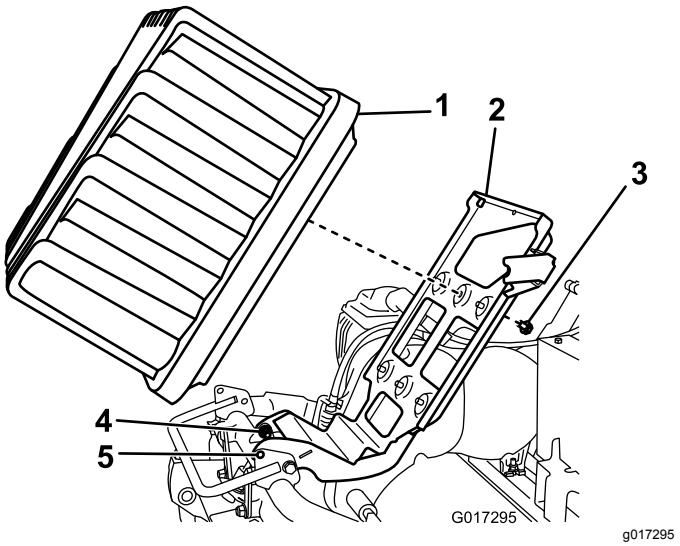

**Rysunek 12**
5. Odkręć 2 śruby/nakrętki wahliwe o pół obrotu (Rysunek 12).
6. Unieś tacę akumulatora aż do zrównania się otworów blokujących w podstawie i ramie (Rysunek 12).